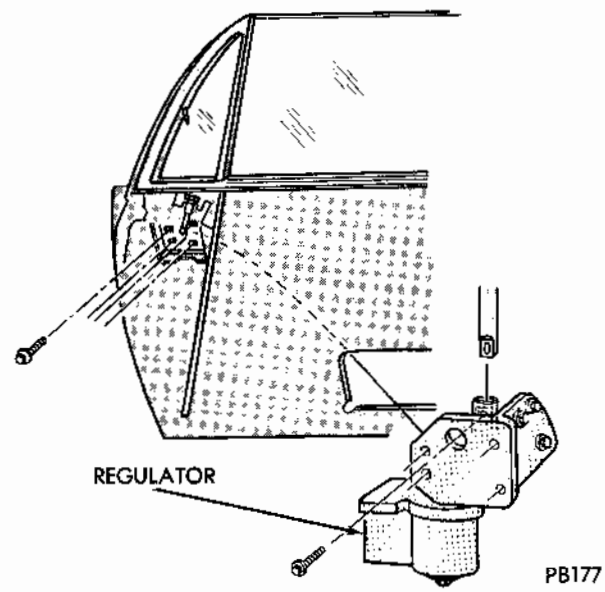

Fig. 18 - Vent Wing Regulator
(1) With vent wing open, remove screws attaching regulator to door inner panel belt reinforcement (Fig. 18).
(2) Remove shaft to coupling screw.
(3) Move regulator off of vent wing pivot shaft.
(4) Remove regulator through large access hole in door panel.